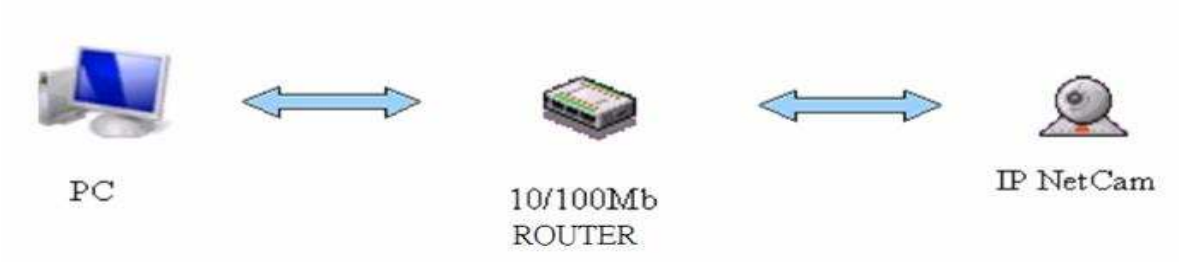

Figure 11. PC Connected to IPNC Through a Router
- PC connected to DM38x EVM through a router (see Figure 11).